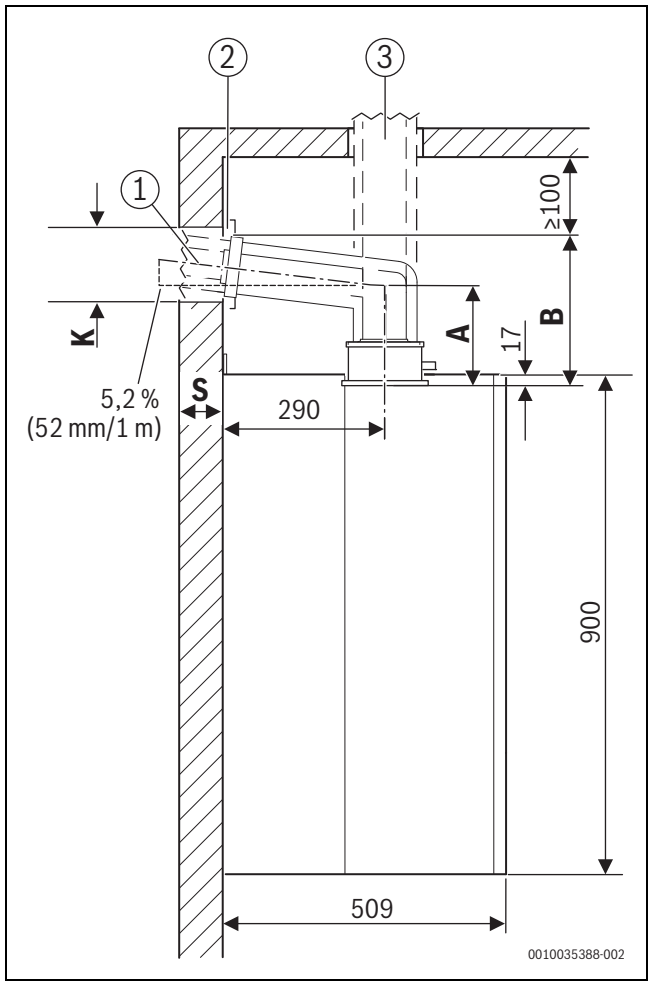

Fig. 2 Vista lateral (mm)
- – Se necessário, adicionar a medida do painel ([2] na fig. 2).